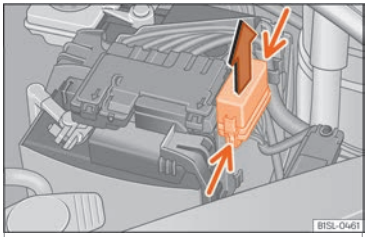

Fig. 84 In the engine compartment: lid of the fuse box.
- Press the attachment tabs in the direction indicated by the arrow (thin arrows) to release the fuse box cover ››› Fig. 84.